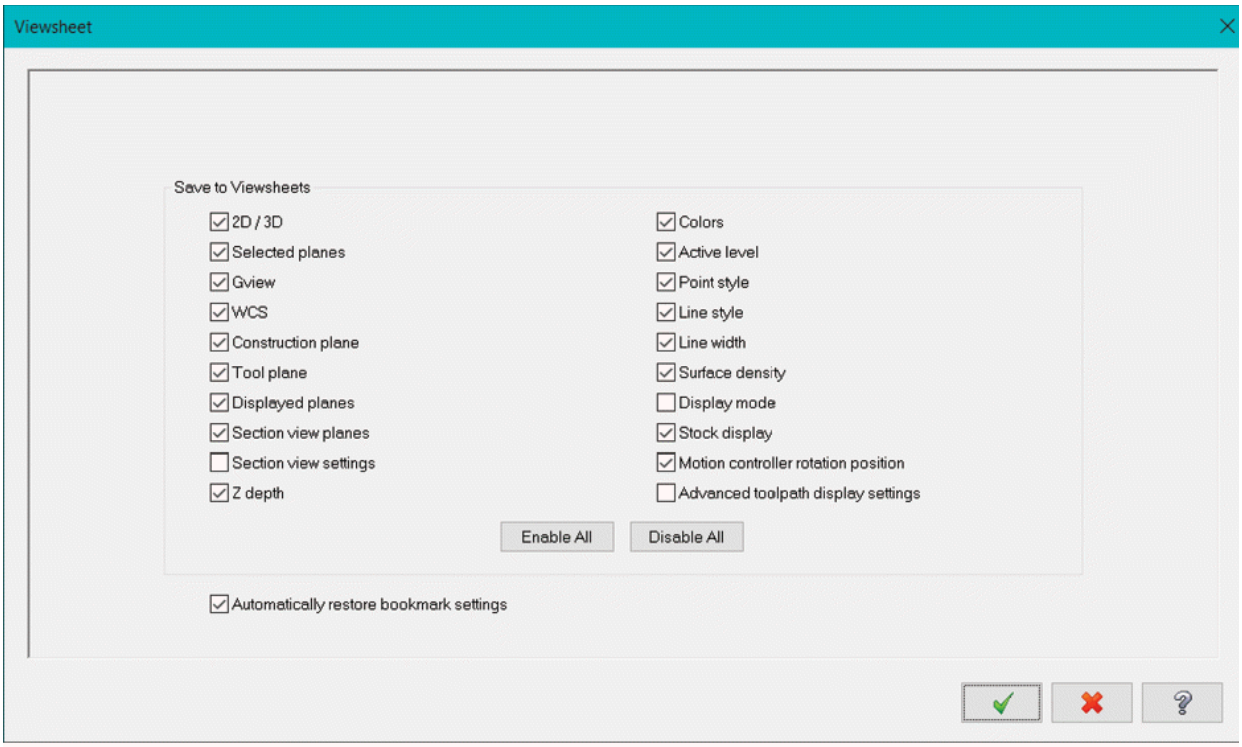

Figure-40. Viewsheet dialog box
- Click on the **Viewsheet Settings** button (inclined arrow) from the **Viewsheets** group in the **View** tab of **Ribbon** to modify parameters related to viewsheet. The **Viewsheet** dialog box will be displayed; refer to Figure-40.